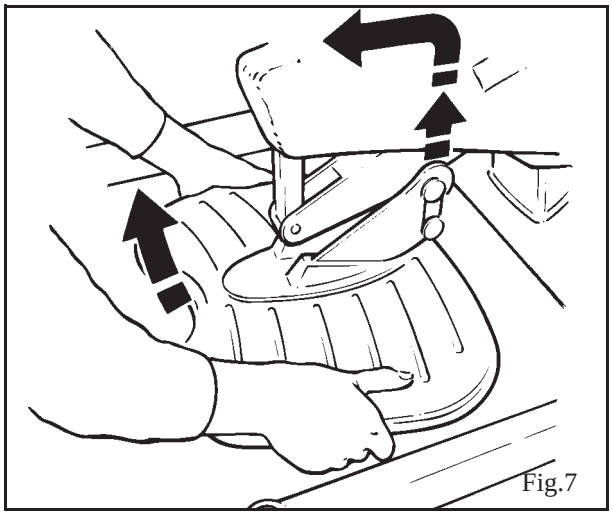

Fig.7
5. Tirer le repose-pieds vers soi jusqu'à ce qu'il soit dégagé du support. (Voir Fig. 7)